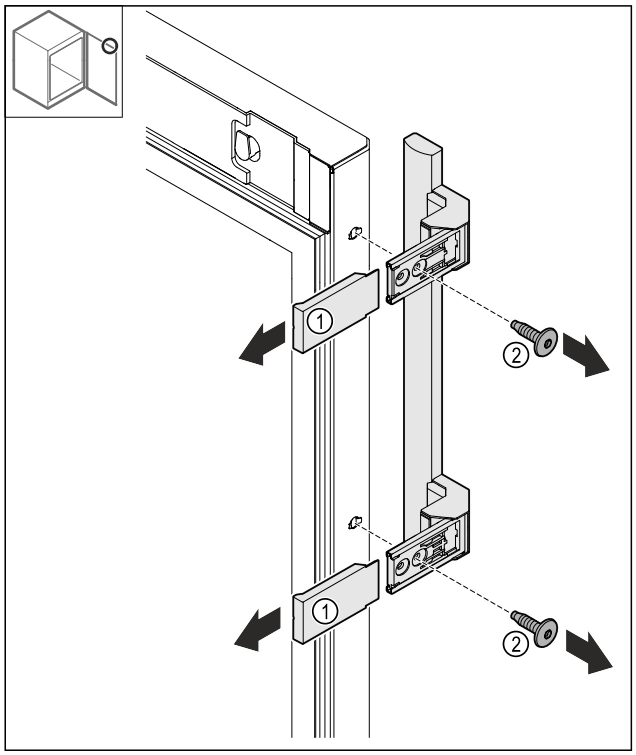

Fig. 25
- ▶ Desprindeți capacele *Fig. 25 (1)*.
- ▶ Desfaceți șuruburile *Fig. 25 (2)*.